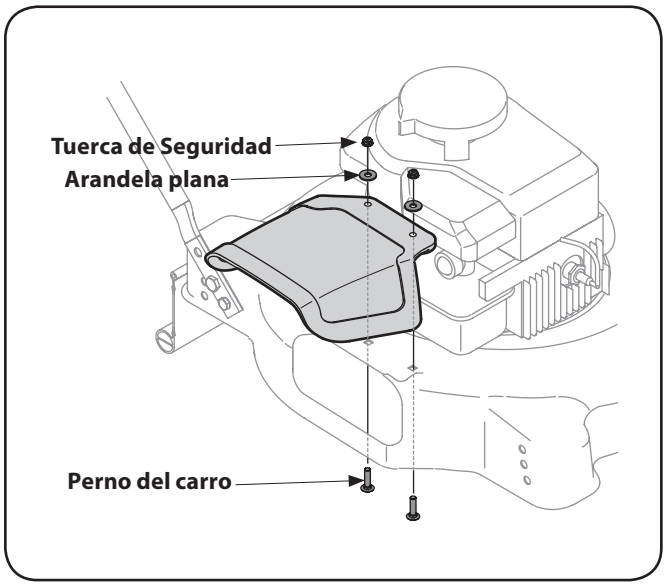

Figure 3-1
2. Inserte los pernos del carro hacia arriba a través del lado inferior de la plataforma y a través del canal deflector. Vea Figure 3-1.